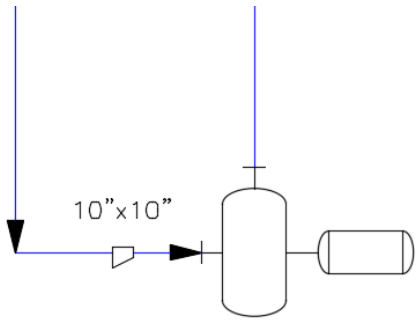

Figure 2-77 *An eccentric reducer placed on the line connecting the first pump*
1. Choose **Eccentric Reducer** from the **Piping Fittings** area in the **Fittings** tab of the **TOOL PALETTES - P&ID PIP** and place it on the line connecting the horizontal nozzle of the pump, as shown in Figure 2-77.